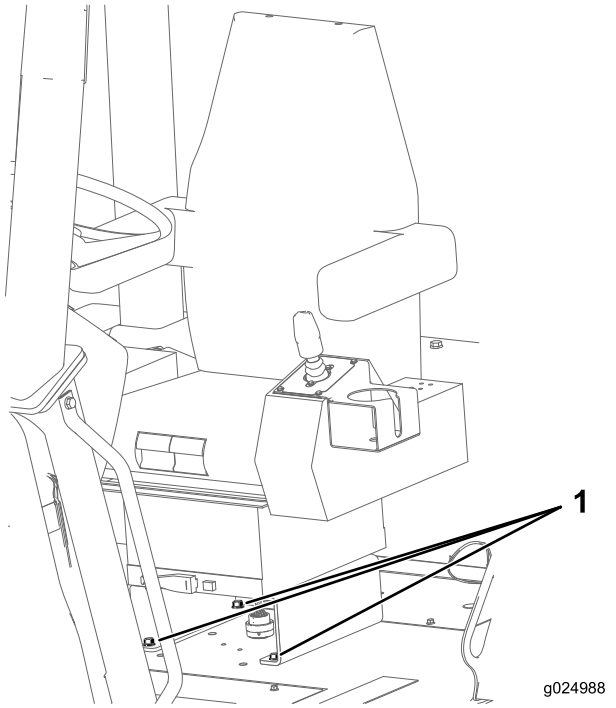

Figura 112
1. Controllate che i bulloni che fissano il sedile al telaio della macchina siano serrati a una coppia di 27-34 N·m; fate riferimento a Figura 112.